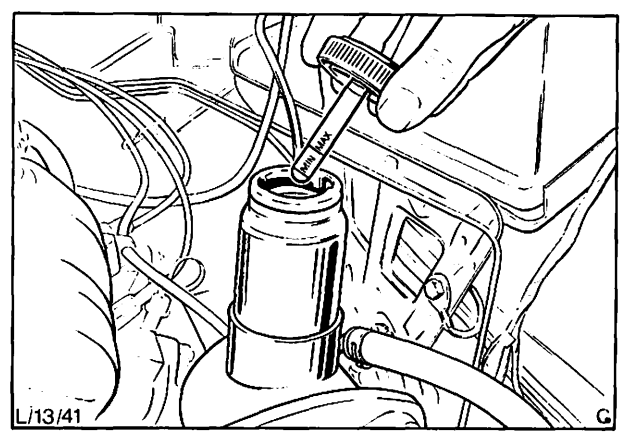

Abb. 59 Auffüllen des Vorratsbehälters
2. Vorratsbehälter mit neuem vorgeschriebenen Hydrauliköl auffüllen, Abb. 59.